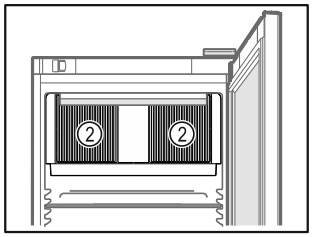

Fig. 58
- ❑ Ne pas obstruer les fentes d'aération *Fig. 58 (2)* du ventilateur de circulation d'air à l'intérieur de l'appareil.